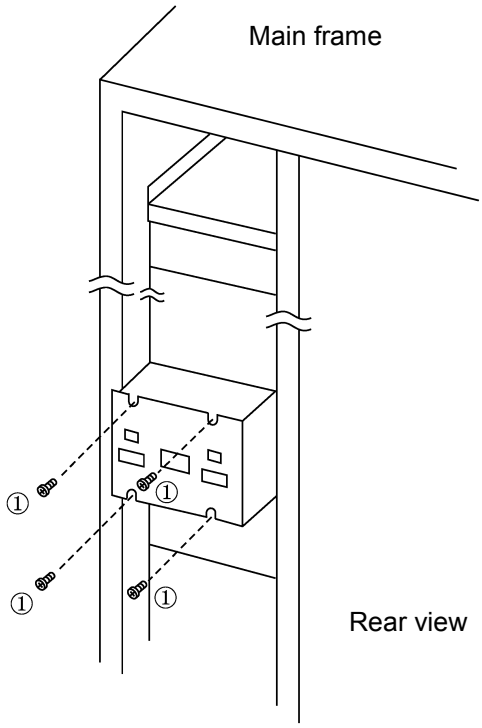

Figure 3-1 Removing the Fan Block for the Unit Power Supply
(1) Remove all cables connecting to the fan block.
(2) Unfasten four screws on the front of the fan block (① in Figure 3-1).
(3) Pull the fan block toward you to remove it.